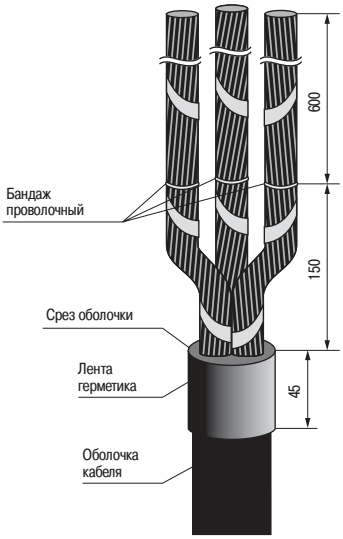

Рисунок 3
4.5 Обезжирить оболочку к беля н р сстоянии 100 мм от срез с лфеткой, смоченной в бензине (р створителе). Н оболочке к беля лентой герметик выполнить н мотку из 1–2 витков н длине 45 мм от срез (рисунок 3).